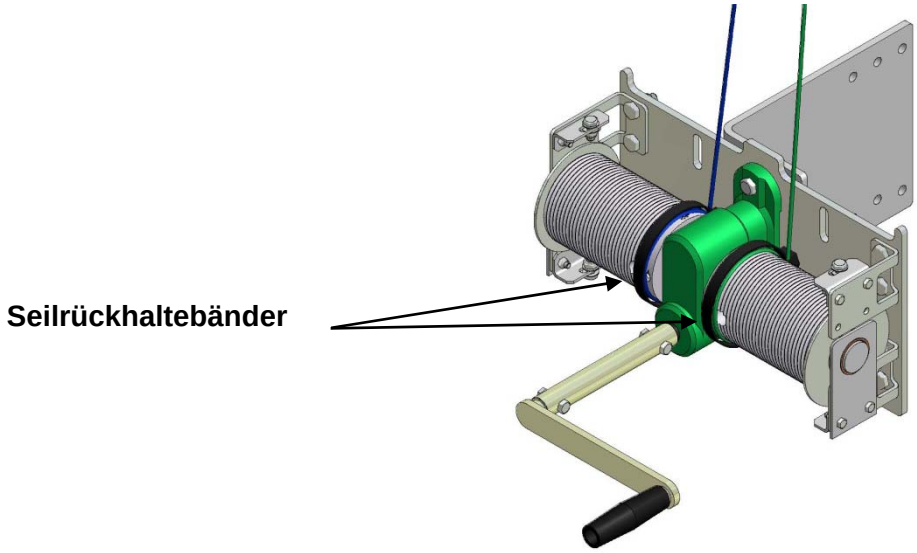

Abbildung 18
6.2 Bringen Sie die Seilrückhaltebänder (C1) um beide Trommeln herum an, bis dorthin, wo das Seil aus den Kopfplatten austritt (Abbildung 18). Die Bänder verhindern, dass die Seile von den Trommeln bzw. aus ihren Rillen springen, falls das Getriebe beim Senken des Systems zu lange betätigt wird. Schrauben Sie den Sicherheitskäfig wieder auf den Antrieb.